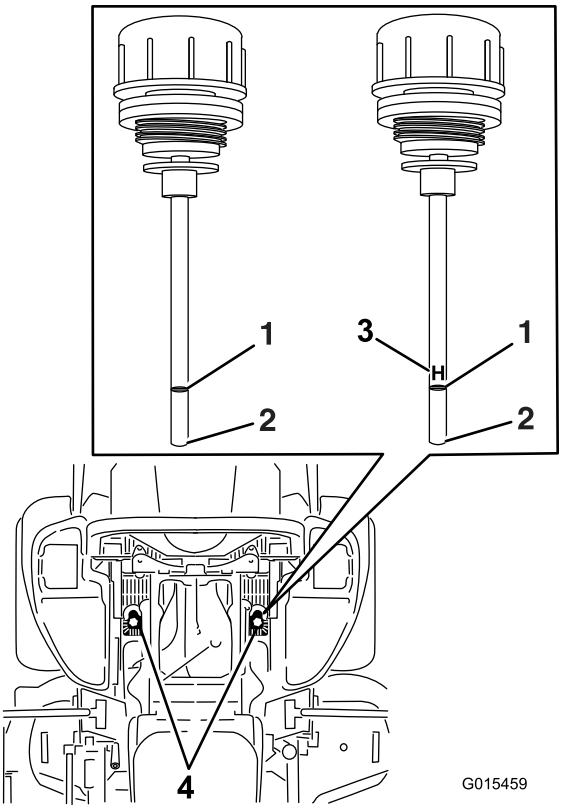

Figur 81
6. Rengør området omkring målepindene i hydrauliksystembeholderne (Figur 81).
7. Tag en målepind ud af hydraulikbeholderen (Figur 81).
9. Tag målepinden ud, og se på enden (Figur 81).